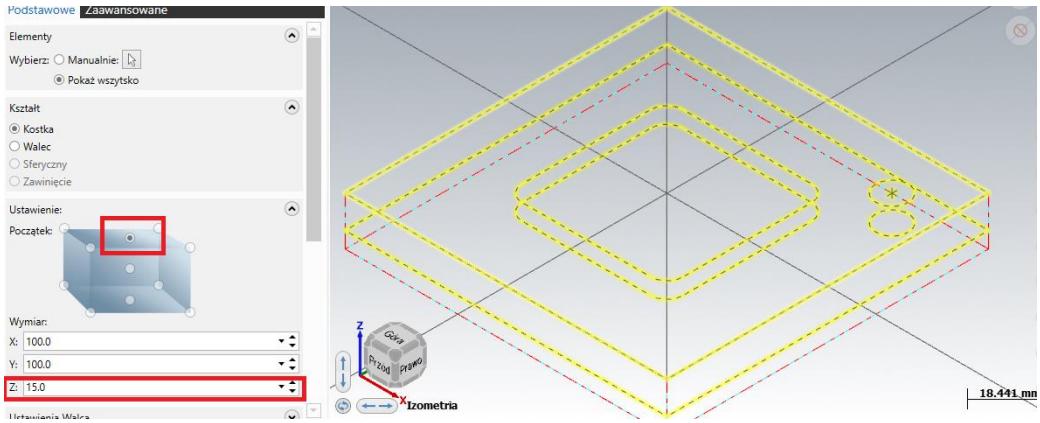

Rys. 26 Ustawienie dolnego naddatku.
- Dodatkowe 5mm na płaszczyźnie dolnej (naddatek aby złapać przedmiot w uchwycie np. w imadle). W opcjach ustawić blokada górnej płaszczyzny. W osi Z ustawić 15mm (Rys. 26).
[Tekst alternatywny. Rysunek 26 przestawia sposób ustawienia dolnego naddatku]